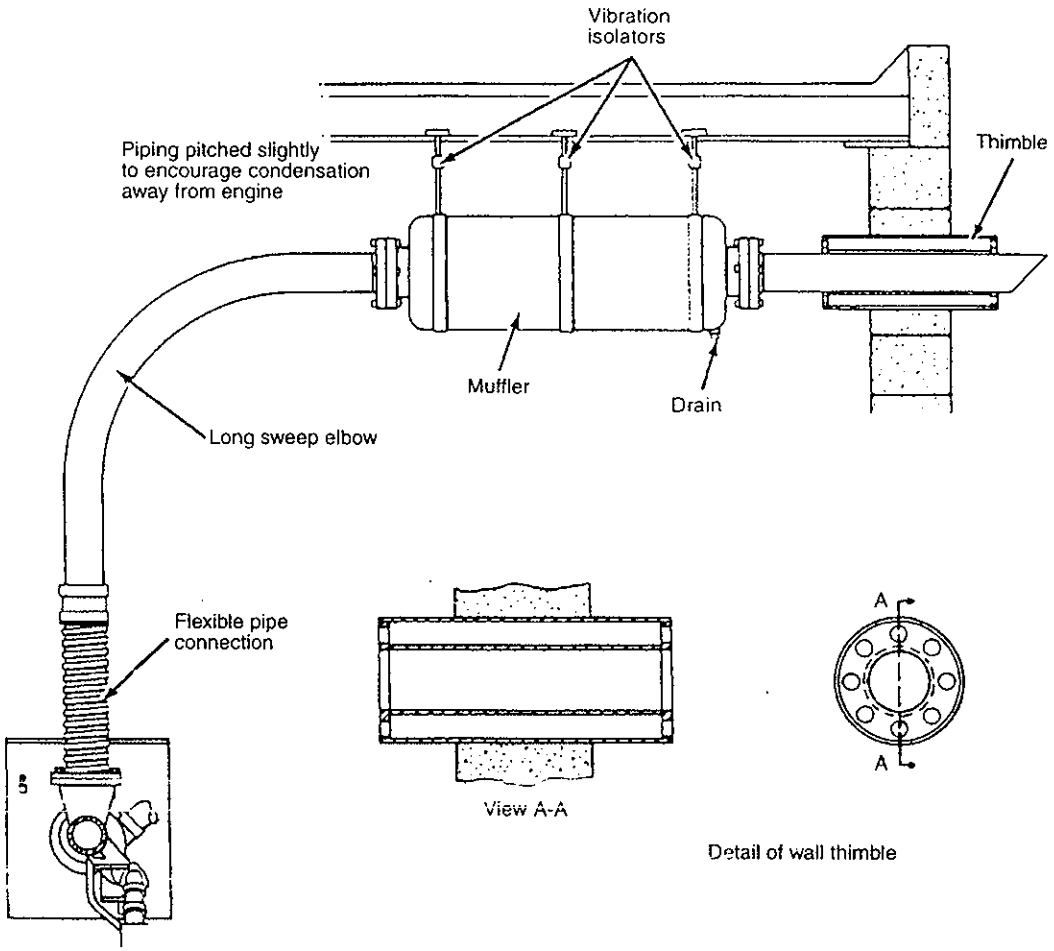

Figure 3.
- Install metal thimble guards for exhaust piping passing through wooden walls or roofs. The thimble guards should be 305 mm (12 in) greater in diameter than the exhaust pipes, see Figure 3.
point of the line near the exhaust outlet prevent rain water from reaching the engine. Slope exhaust lines from engine to the trap so condensation will drain, see Figure 3.